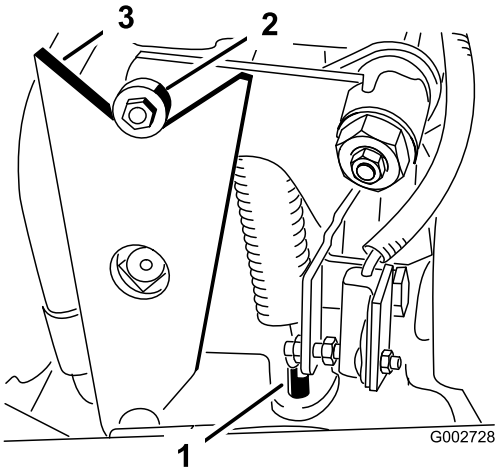

Figur 42
- Hvis hjulene roterer i rette retning, skal du stoppe motoren og justere fjederjusteringsmøtrikken (Figur 42). Justering af traktion til neutral position. Se Justering af traktionsdrevet til neutral.